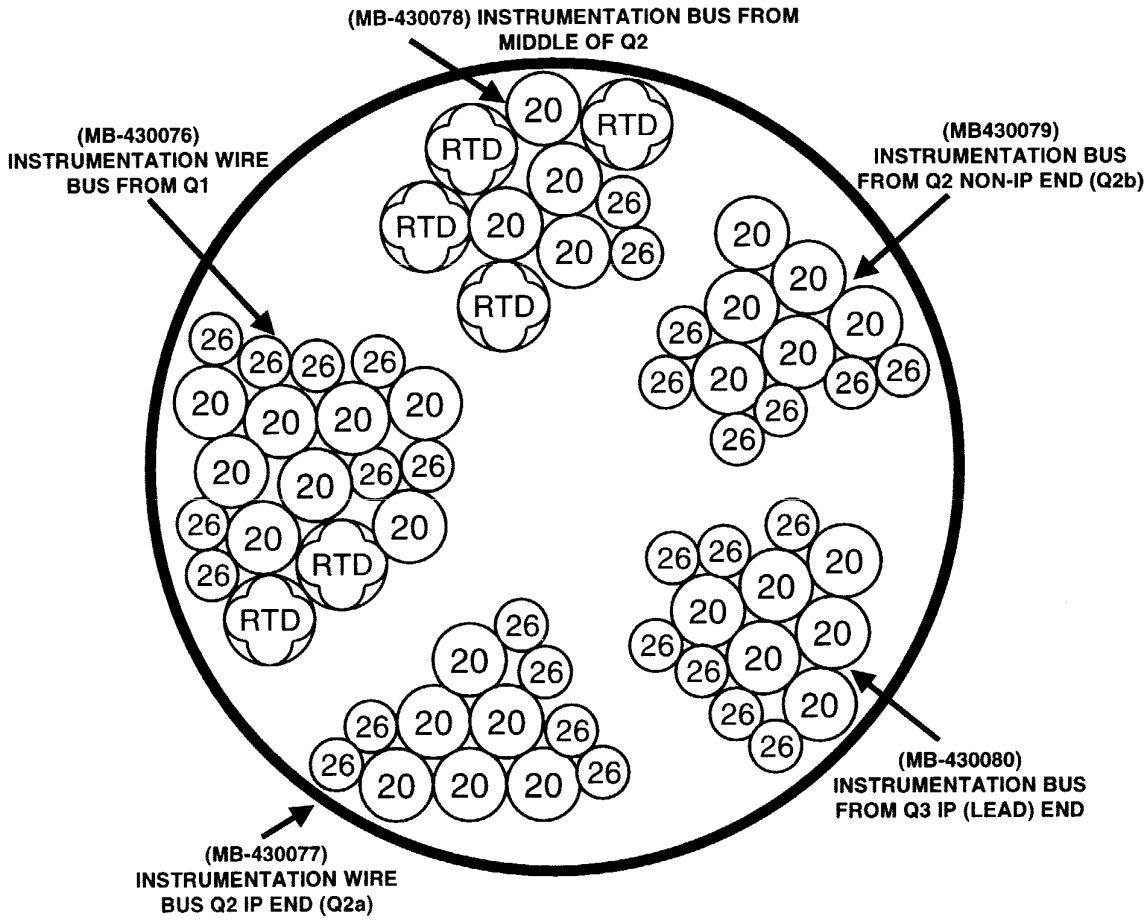

Figure 9.1
9.1 Prepare Q3 Instrumentation Wire Feed thru (MB-430074). Build per Q3 Module Assembly Instrumentation Wire Feed thru (ME- 430074). Wire Labels and descriptions are shown in Figure 9.1 and per (MB-430074).